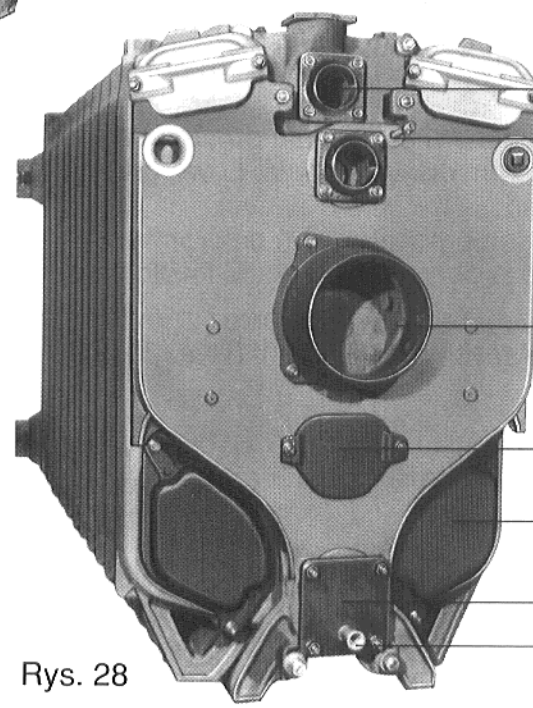

Rys. 28
Kolektor gazów odlotowych (przy członie przyłączowym) (Rys. 28) nasunąć przez 3 śruby dwustronne na członie przyłączowym i dobrze dociągnąć nakrętkami. Włóknisty sznur uszczelniający jest wprowadzony.
**) Kształtka rurowa do odpowietrzania 3/8" (długość 100 mm) z ręcznym zaworem odpowietrzającym 3/8" dostarcza inwestor, wkręcić i uszczelnić (Rys. 28).